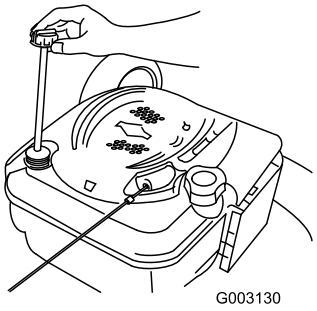

Figura 34
6. Retire la varilla del tubo de llenado de aceite (Figura 34).